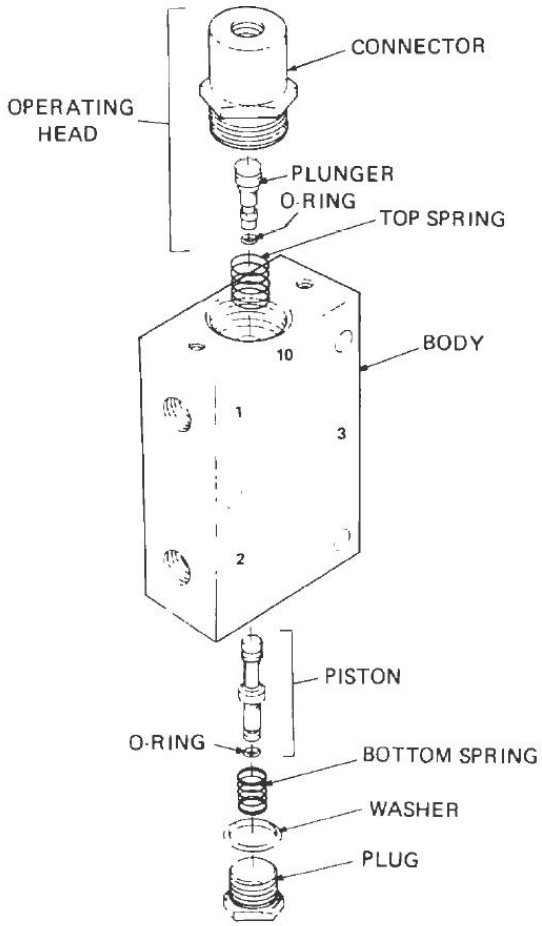

Figure 30 Poppet Valve – Exploded View
b. Remove the connector, plunger and top spring from the top of the valve body (Figure 30).